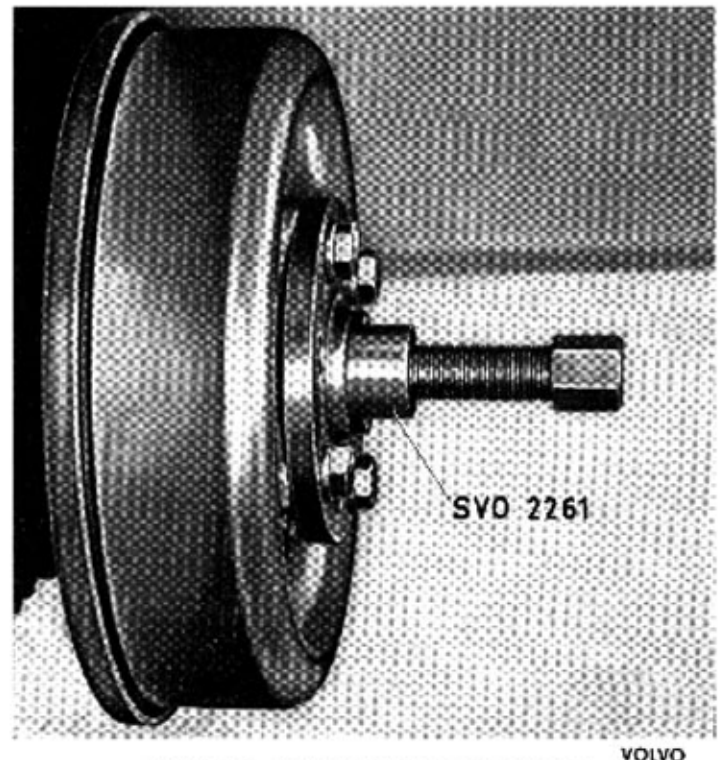

Bild 43-16. Demontering av medbringare VOLVO 26642
2. Lossa muttern för bakre medbringaren. Drag av medbringaren med avdragare SVO 2261, se bild 43-16. Lossa skruvarna och tag bort handbromsen och bakre locket. Tag vara på justermellanläggen.